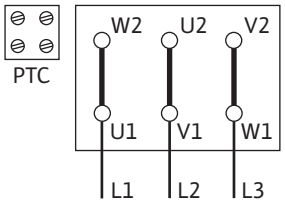
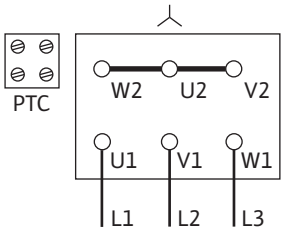

*Fig. 14:* Δ connection
*Fig. 15:* Y-connection
- The mains connection is dependent on the motor power P2, mains voltage and activation type. Refer to the following table and Fig. 14, 15 and 16 for the required connection of the connecting bridges in the terminal box.
| Direct | Δ-connection (Fig. 14) | Y-connection (Fig. 15) | Δ-connection (Fig. 14 above) |